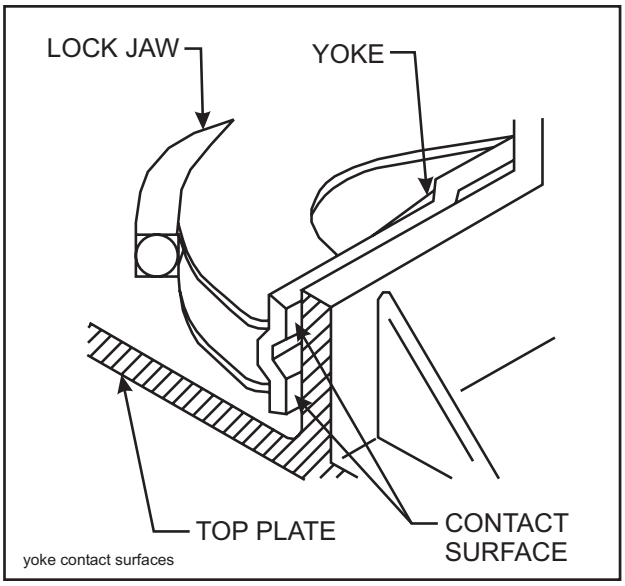

Figure 4-7 Yoke Contact Surfaces
j. There are two contact surfaces **(See Figure 4-7)** on the outside of each yoke tip. All four surfaces must have full area contact with the top plate ribs. Continue the weld, grind, and fit process until the yoke has full contact and the yoke tips are flush with the ends of the locks.